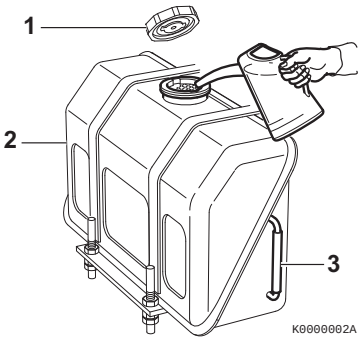

Figure 1
1. Clean the area around the fuel cap **(Figure 1, (1))**.
2. Remove the fuel cap from the fuel tank **(Figure 1, (2))**.
3. Observe the fuel level sight gauge **(Figure 1, (3))** and stop filling when gauge shows fuel tank is full. Never overfill the fuel tank.
4. Replace the fuel cap **(Figure 1, (1))**, hand tighten. Over tightening the fuel cap will damage it.